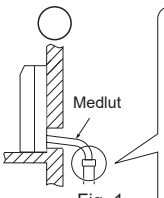

Fig. 1
- Dräneringsslangen bör peka nedåt för att dräneringen skall gå lätt. (Fig. 1)